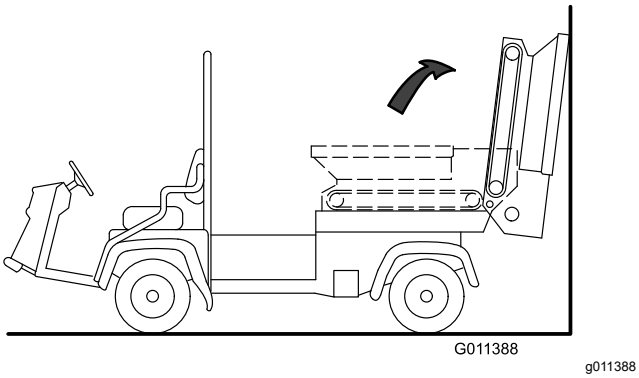

Figuur 32
3. Kantel de hopper naar achteren en laat hem rusten tegen een muur, paal, ladder, enz. (Figuur 32).
Zorg ervoor dat de hopper voorbij het midden gekanteld is en/of vastgemaakt aan een wand of paal om te voorkomen dat de hopper per ongeluk op het werkgebied valt (Figuur 32).
3. Draai de hopper voorzichtig naar beneden op de glijframerails; zie Figuur 32 van De glijband demonteren (bladz. 24).